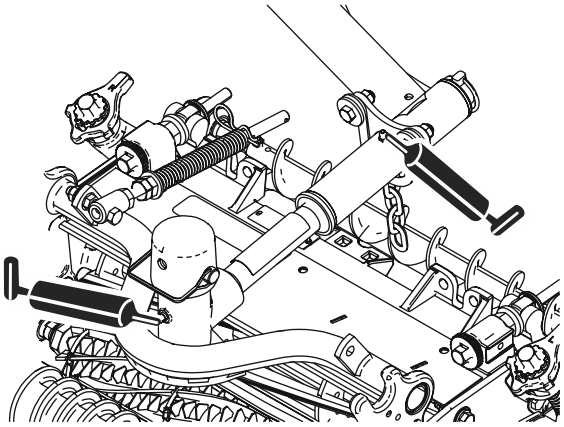

Figuur 48
- Draaipunten van maai-eenheden (2 elk); zie Figuur 48.